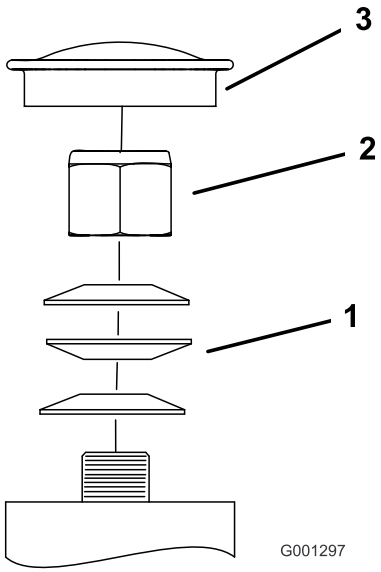

Bild 58
3. Entfernen Sie den Staubdeckel vom Laufrad und ziehen Sie die Sicherungsmutter an (Bild 58).
4. Ziehen Sie die Mutter so weit an, bis die Federscheiben flach sind. Drehen Sie dann 1/4 Drehung zurück, damit Sie die Vorlast korrekt auf die Lager verteilen können (Bild 58).
Wichtig: Achten Sie darauf, dass die Federscheiben korrekt wie in Bild 58 dargestellt eingesetzt sind.
5. Setzen Sie den Staubdeckel auf (Bild 58).